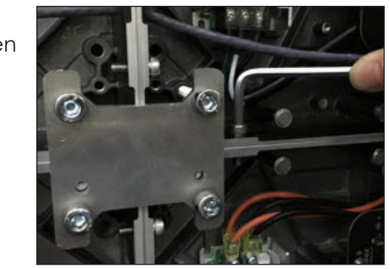

Figure 28: *Align Panel Faces*
4. Use a 6 mm Allen wrench to attach the flattening jig to the front of the panels, and ensure the panel faces are completely flush. Refer to **Figure 28** and **Flatten Panels (p.4)**.
5. Use a 5 mm Allen wrench to tighten the socket-head screws, but do not remove the flattening jig. Refer to **Figure 28**.